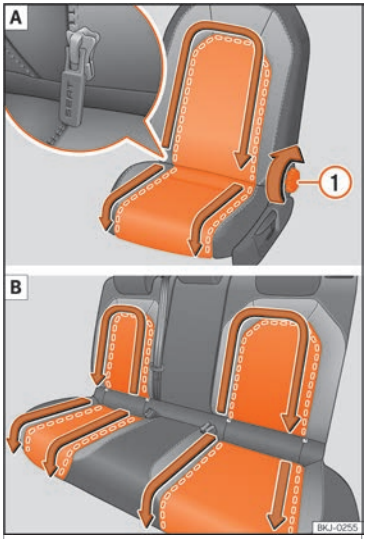

Fig. 114 Remove the covers. A Left front seat; B Rear seats »
- Move the seat backwards until the handle of the zip is completely accessible ››› Fig. 114 ①[1].
- Move the handle of the zip in the direction indicated by the arrow ››› Fig. 114. The removable cover is released.
- Move the handle of the zip against the direction indicated by the arrow ››› Fig. 114.